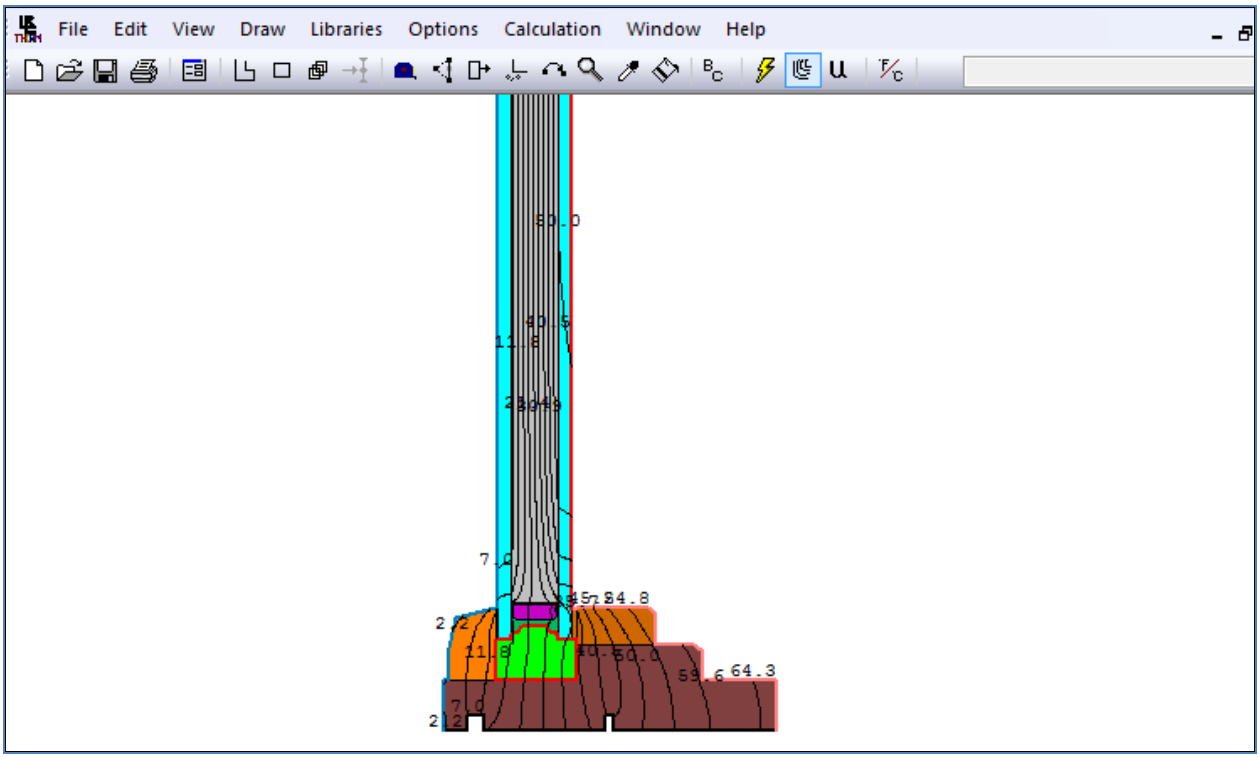

Figure 10-50. When the calculation has finished, the program will display the results as isotherms (constant temperature lines).
- When the simulation is finished, the default isotherm results will be drawn on the cross section, as shown in Figure 10-50.